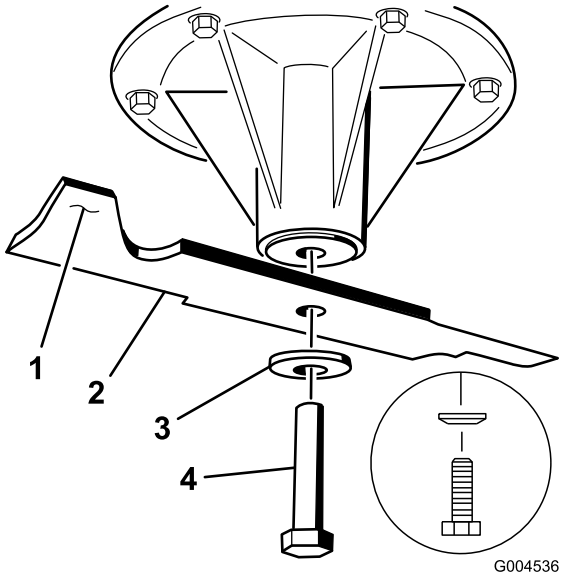
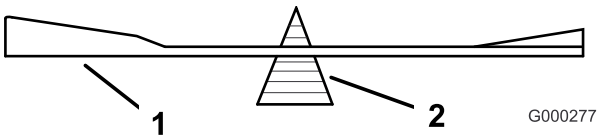

Figuur 80
Figuur 82
2. Verwijder de mesbout, de klemring en het mes van de spilas (Figuur 80).
2. Controleer de balans van het mes met een mesbalans (Figuur 82). Als het mes horizontaal blijft, is het in balans en geschikt voor gebruik. Als het mes niet in balans is, moet u wat metaal afvijlen van het uiteinde van de vleugel (Figuur 80). Herhaal dit indien nodig totdat het mes in balans is.